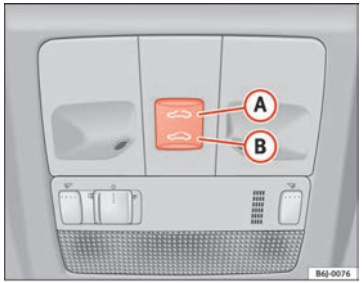

Fig. 51 Panoramic/tilting sunroof
– Press and hold button (B) ⇒ Fig. 51 ⇒ ⚠. The roof starts to close until the button is released.